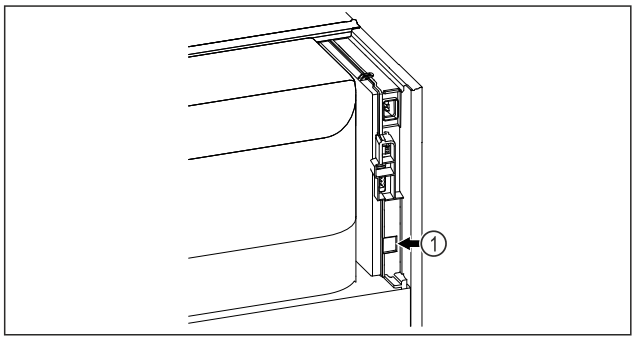

Fig. 109
❑ SmartModule *Fig. 109 (1)* este instalat.